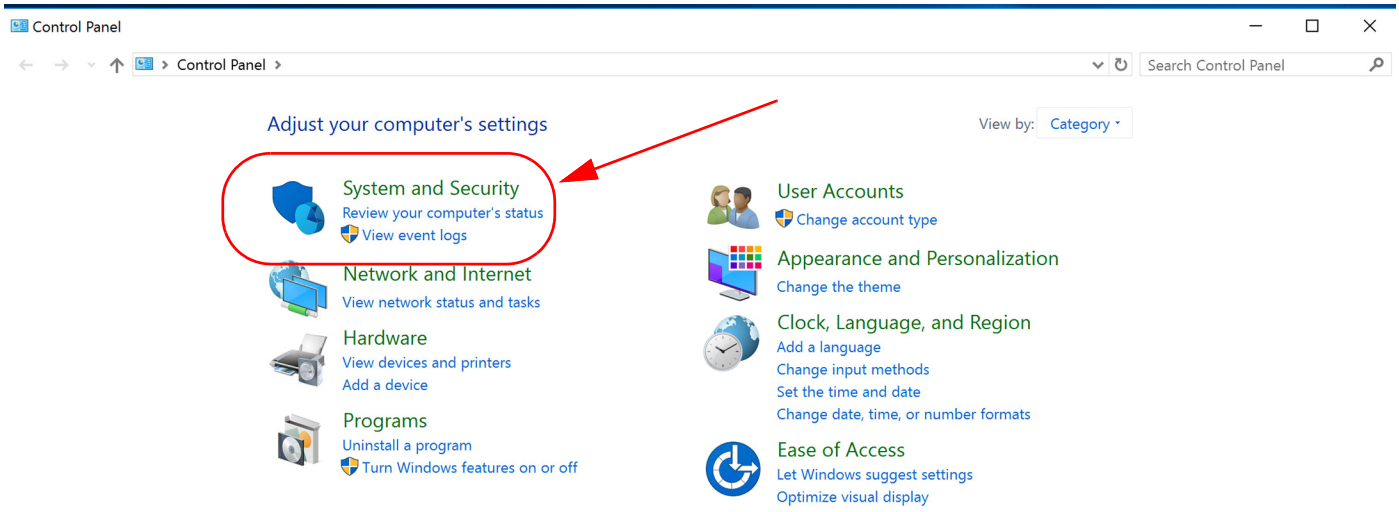

Figure 3.2: Windows Server 2016/2019: Control Panel -> System and Security Screen
2. From the Control Panel. select the “Systems and Security” screen. See Figure 3.2.